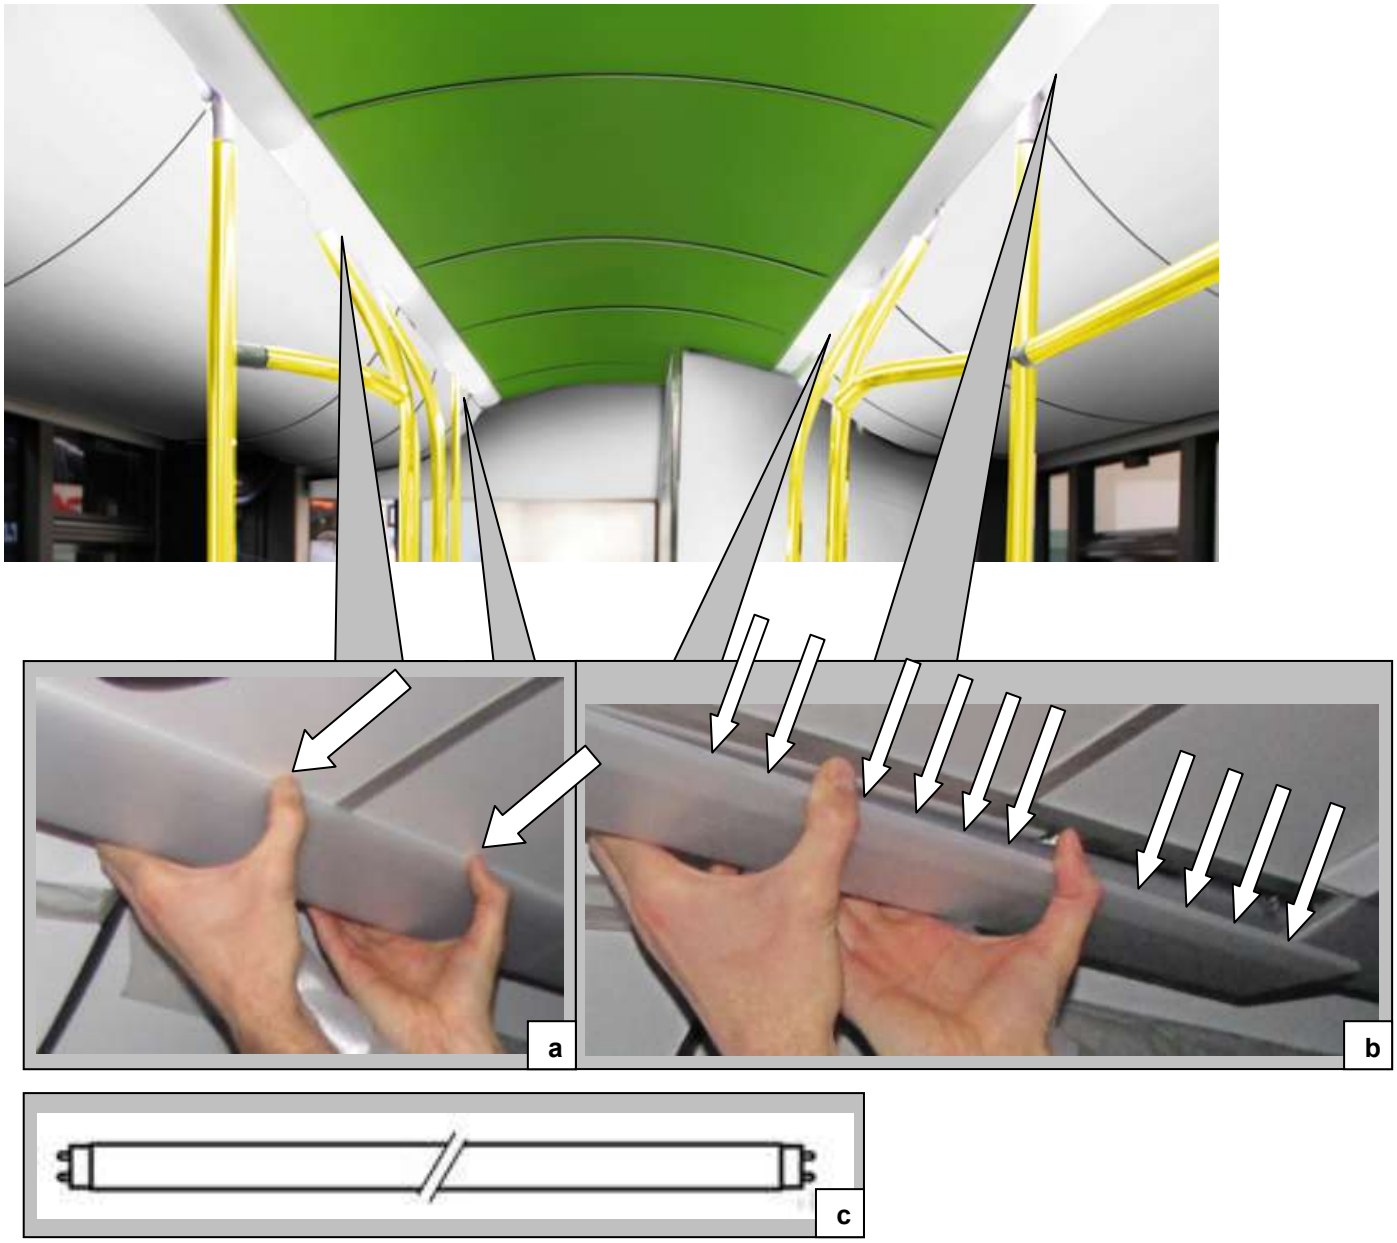

Rys. 1.2. Oświetlenie przedziału pasażerskiego moduł ze świetlówką fluorescencyjną (nowa konstrukcja sufitu)
– moduł ze świetlówką fluorescencyjną (nowa konstrukcja sufitu), Rys. 1.2,